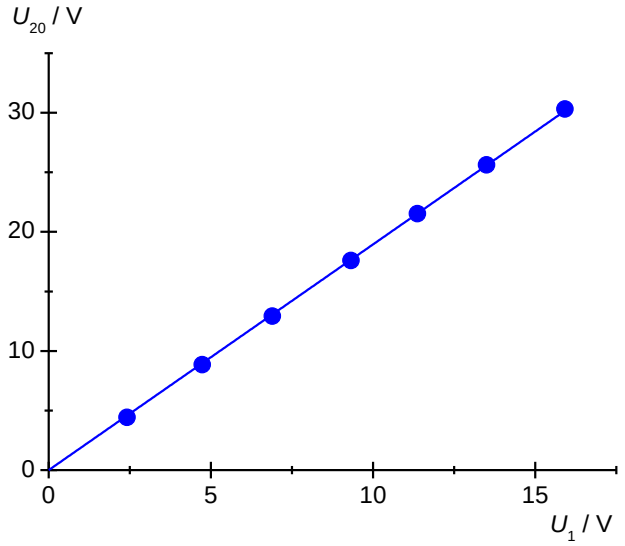
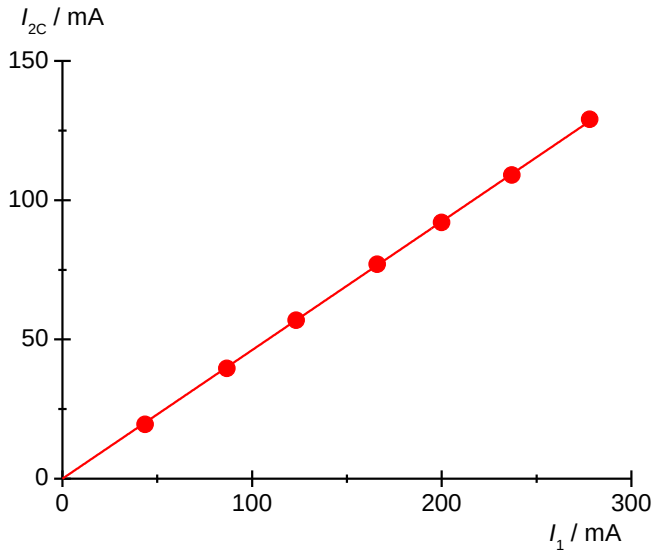

Fig. 5: Unbelasteter Transformator im Leerlauf ($I_2 = 0$). Leerlaufspannung U_{20} in Abhängigkeit von der Primärspannung U_1, $N_1 = 600$, $N_2 = 1200$.
Fig. 6: Belasteter Transformator bei Kurzschluss ($U_2 = 0$). Kurzschlussstrom I_{2C} in Abhängigkeit vom Primärstrom I_1, $N_1 = 600$, $N_2 = 1200$.
- Die Leerlaufspannungen U_{20} in Abhängigkeit von den Primärspannungen U_1 (Tab. 1) und die Kurzschlussströmestrome I_{2C} in Abhängigkeit vom Primärstrom I_1 (Tab. 2) graphisch darstellen und jeweils eine Ursprungsgerade anpassen (Fig. 5, 6).
Daher sind die Steigungen der Geraden in Fig. 5 und Fig. 6 durch das Verhältnis der Windungszahlen $N_2 / N_1 = 2$ bzw. $N_1 / N_2 = 0{,}5$ bestimmt. Aus der Anpassung der Ursprungsgeraden ergibt sich $N_2 / N_1 = 1{,}90$ im Leerlauf und $N_1 / N_2 = 0{,}46$ bei Kurzschluss.